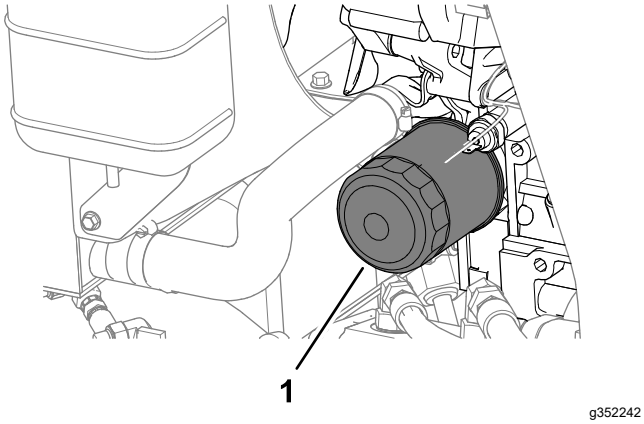

Figur 71
4. Avlägsna oljefiltret (Figur 71).